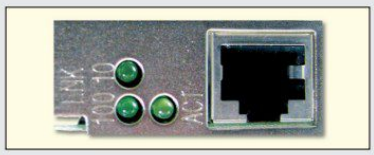

Bild 2: Rückseite Netzwerkkarte
3. Die Netzwerkkarte **(Bild 2)** hat drei LEDs. Welche Information wird jeweils angezeigt?